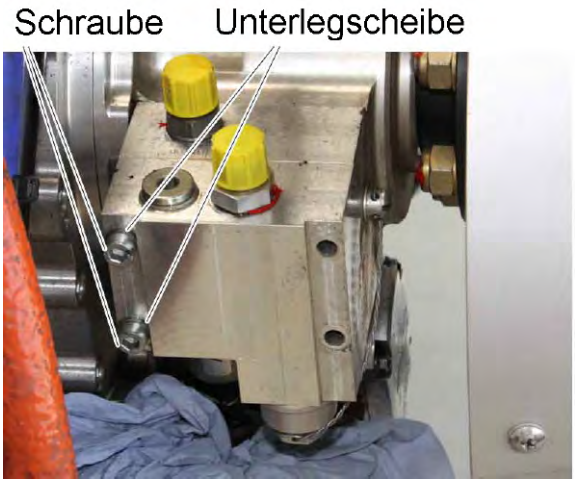

Bild 8
9. Die zwei Schrauben auf der linken Seite der Constant Speed Unit (CSU) lösen und zusammen mit den Unterlegscheiben entfernen und entsorgen. Siehe Bild 8.